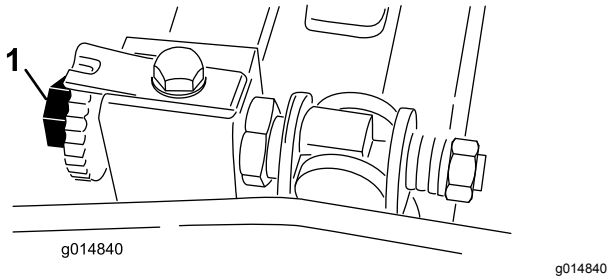

Figur 52
3. Drej knivcylinderen, så skærekniven krydser bundknivens kant mellem det første og det andet bundknivsskruehoved på højre side af klippeenheden (Figur 52).
6. Juster den højre bundtværstangs justeringsskrue, indtil du føler et let tryk (dvs. modstand) på afstandsstykket, når det bevæges fra side til side (Figur 52).